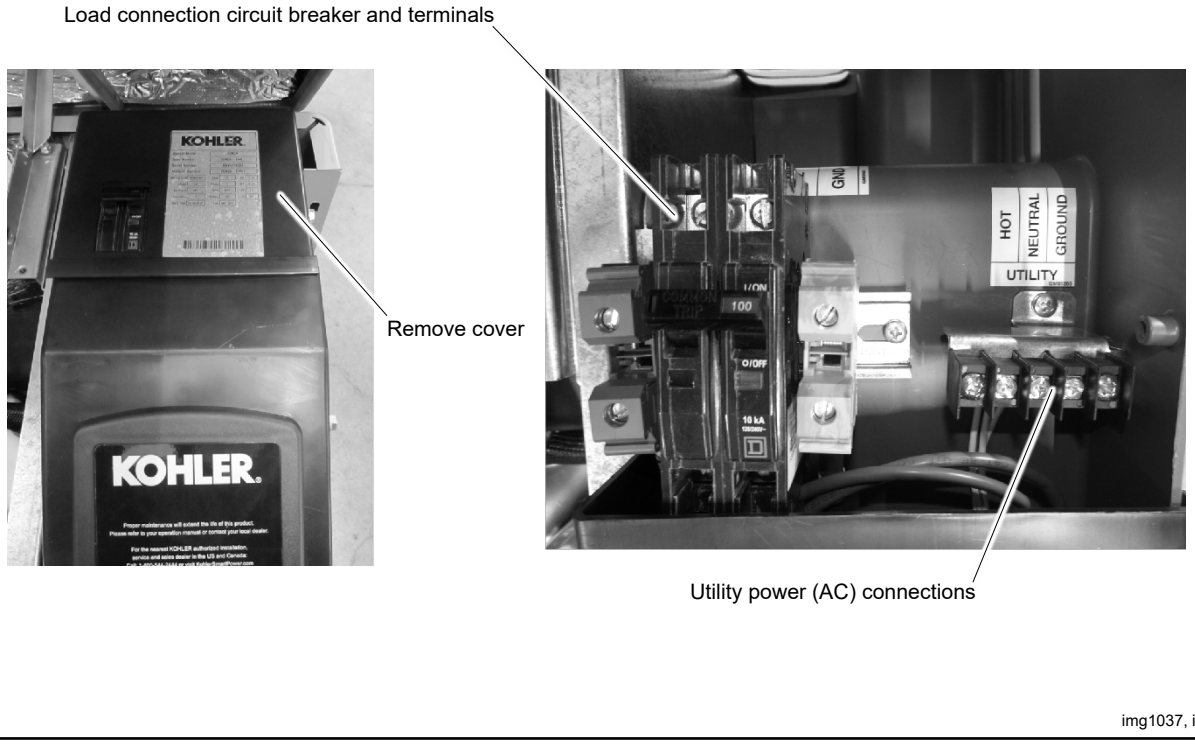

Figure 110 Field Connections
8. Remove the cover above the controller to access the load circuit connections. See Figure 110.